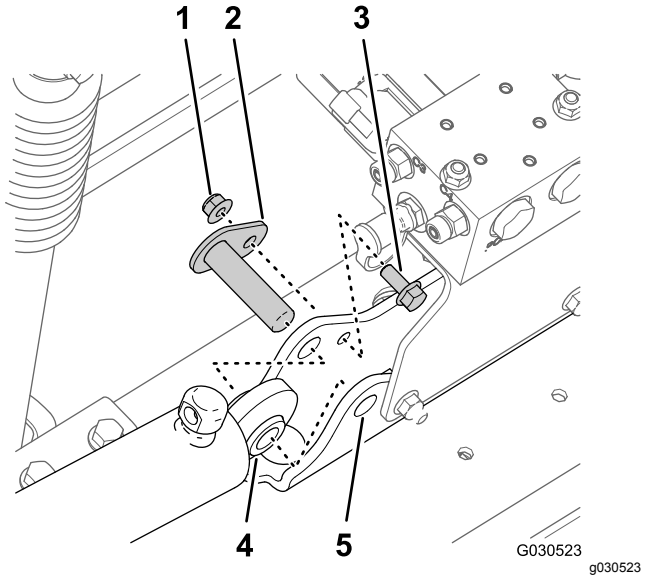

Figur 39
3. Afmonter flangelåsemøtrikken (5/16 tomme) og flangehovedbolten (5/16 x 3/4 tomme), der fastgør drejetappen til cylinderbeslaget (Figur 39).
4. Afmonter drejetappen og løftecylinderen fra maskinen (Figur 39).